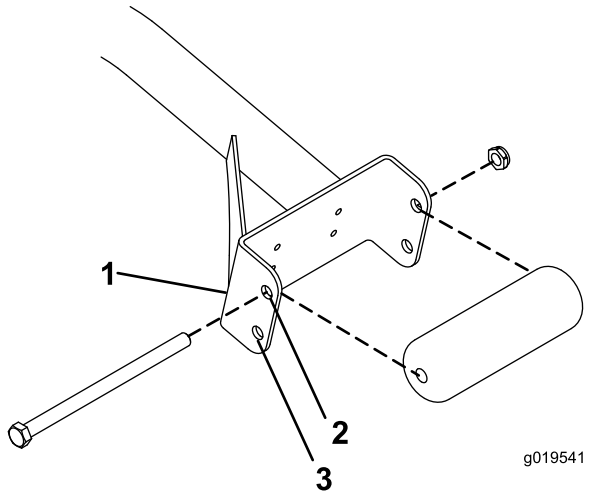

**Figur 3**
- Hvis du bruger 68 cm klippeenheder, skal rullerne monteres i de øverste huller på støtteenhedens kanaler (Figur 3).
- Hvis du bruger 81 cm klippeenheder, skal rullerne monteres i de nederste huller på støtteenhedens kanaler (Figur 3).